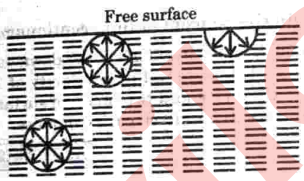

Fig. 1.11.1.
3. This occurs due to the force of cohesion at the free surface as shown in Fig. 1.11.1.